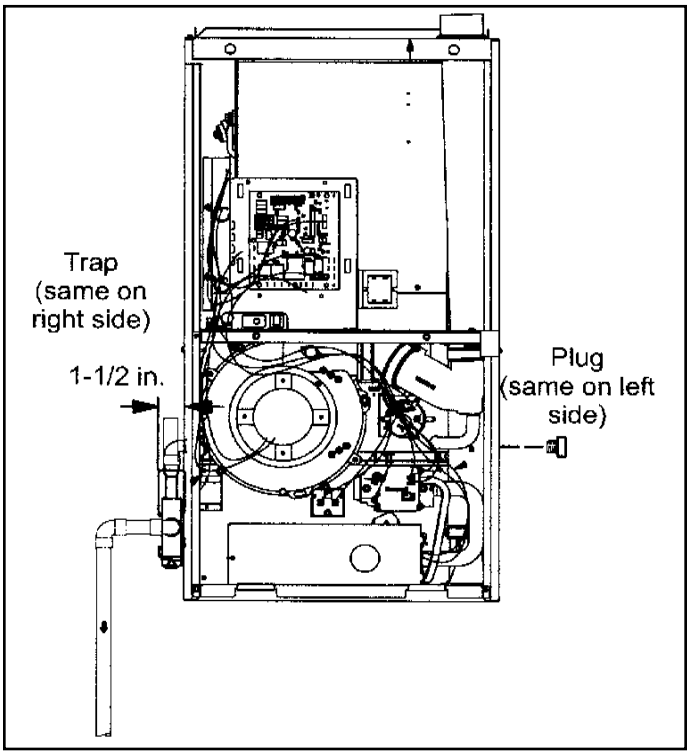
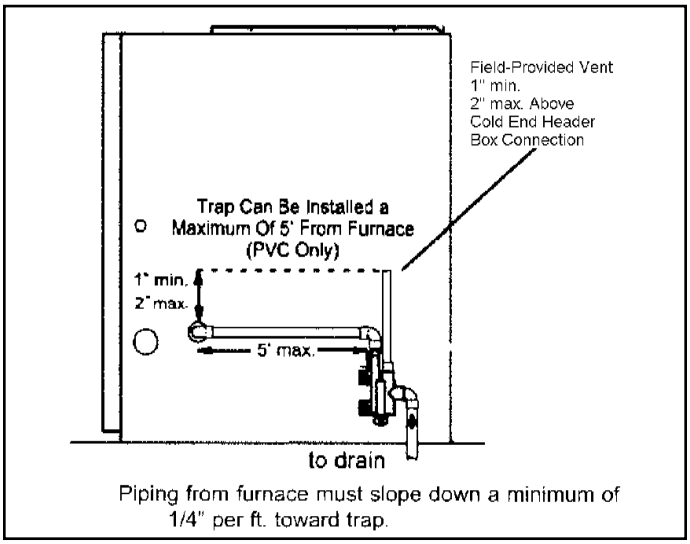

Figure 36. Condensate Trap and Plug Locations
Figure 37. Condensate Trap Locations (Unit shown with right side exit of condensation)
This unit is designed for either right or left side exit of condensate piping. Refer to Figure 36 and Figure 37 for condensate trap locations.
2. Use a large flat head screw driver or a 1/2" drive socket extension and remove plug (Figure 36) from the cold end header box at the appropriate location on the side of the unit. Install provided 3/4 NPT street elbow fitting into cold end header box. Use Teflon tape or appropriate pipe dope.